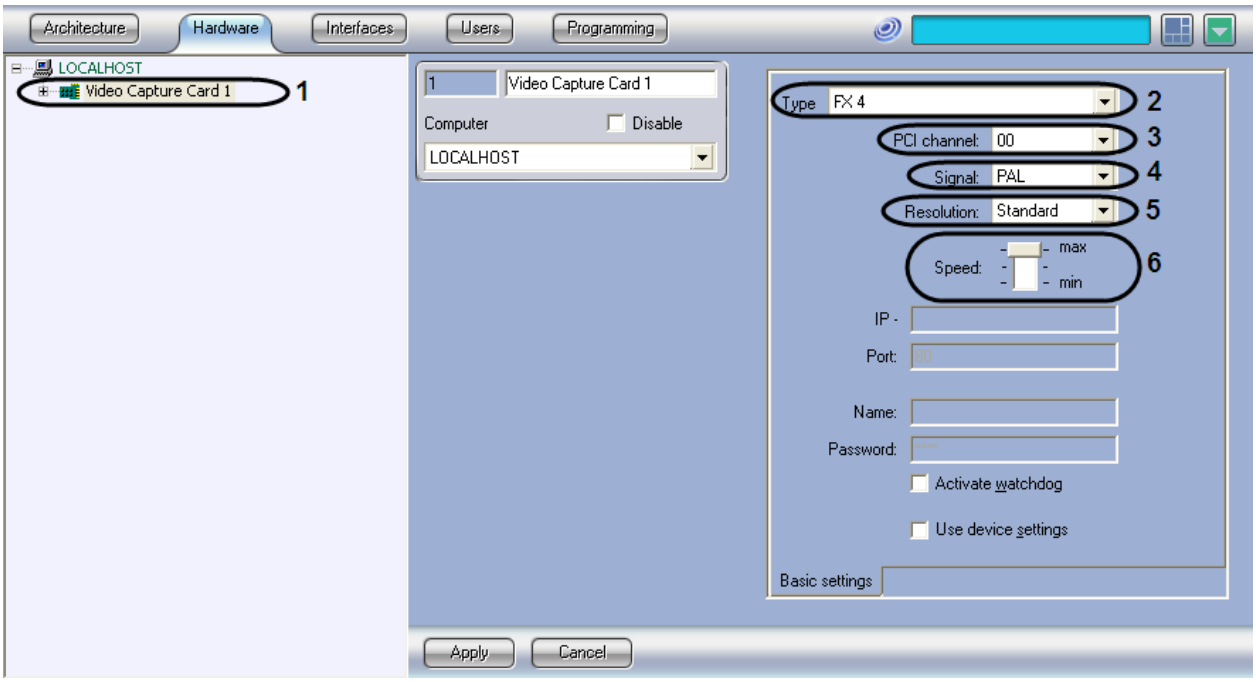

Figure 3.1—3 Configuring the Video capture card object
5.1. From the **Type** list select type of the video capture card installed on the Server (Figure 3.1—3, 2).